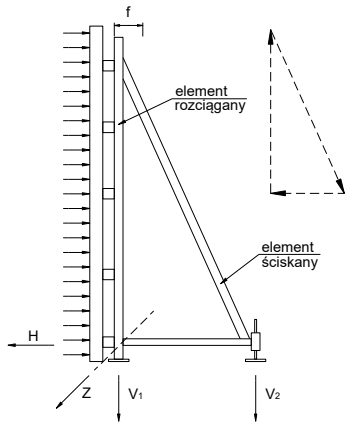

Rys. 2. Układ sił występujący w przypadku podparcia deskowania jednostronnego wraz z tzw. trójkątem sił
Podparcie deskowania jednostronnego realizuje się za pomocą zestawu trójkątnych ram wsporczych, zwanych kozłami oporowymi. Przylegają one bezpośrednio do deskowania na całej jego wysokości. Siły pochodzące od parcia mieszanki betonowej, napierając na deskowanie, dążą do jego przewrócenia. Przeciwdziała temu niezmienna geometrycznie rama, która zakotwiona do podłoża, generuje na jego powierzchni reakcje podporowe – wyrywające (V_1) oraz dociskające (V_2). Zamocowanie kozła w podłożu (płycie fundamentowej lub stropowej), wykonane pod kątem 45°, zabezpiecza konstrukcję przed przesunięciem spowodowanym poziomą wypadkową (H). Pod wpływem działania obciążenia konstrukcja kozła ulega odkształceniu i odchyla się od pionowej ściany (f), dlatego, aby zminimalizować ten wpływ każdorazowo należy pochylić kozioł w kierunku ściany o wartość 2/3 wyznaczonego z obliczeń, przewidywanego odchylenia (rys. 2).